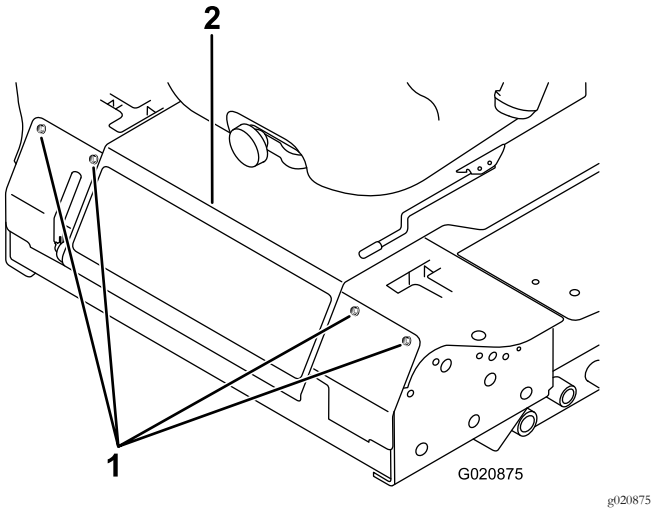

Rysunek 53
3. Usuń śruby mocujące panel przedni i zdejmij go (Rysunek 53).